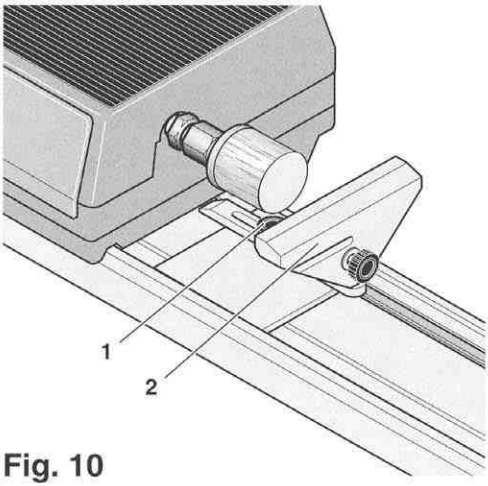

Fig. 10
1. Schraube **1** (Fig. 10) lösen und Support **2** um 90° drehen.